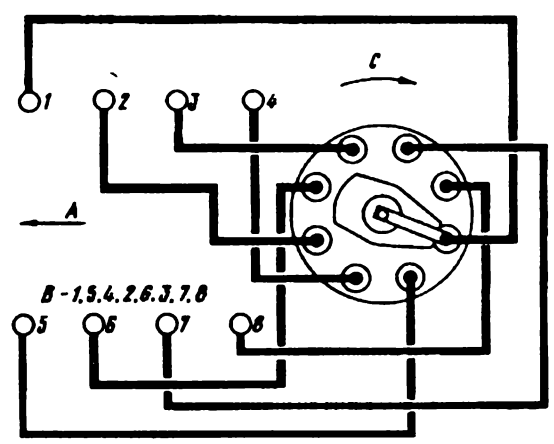

Рис. 250. Соединение проводов от распределителя к свечам:
15. Присоедините провода высокого напряжения от распределителя зажигания к свечам в порядке 1—5—4—2—6—3—7—8, как указано на рис. 250.